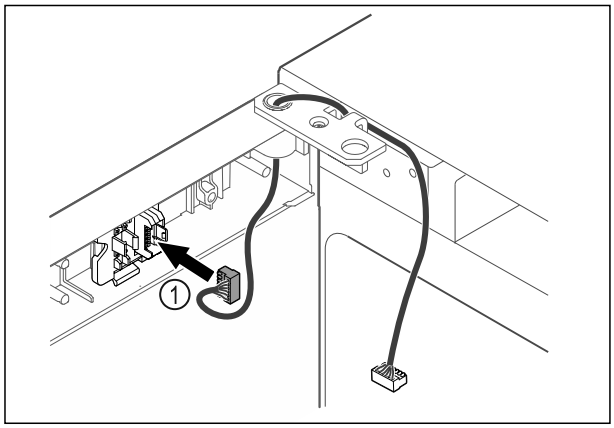

Fig. 36
▶ Introduceți fișa *Fig. 36 (1)* în suportul fișei.